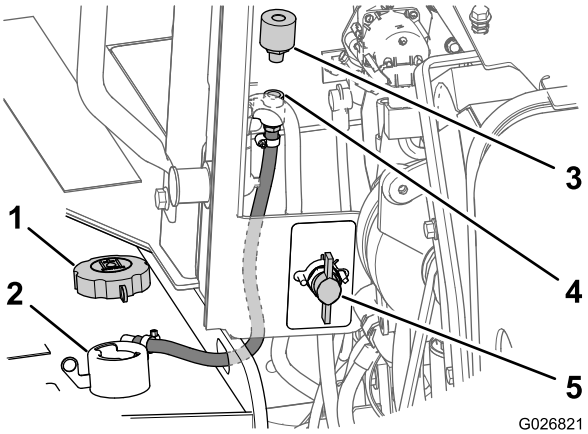

Figura 106
2. Ruotate l'interruttore di scollegamento della batteria in posizione Off (Figura 106).
3. Rimuovete il tappo di riempimento dal collo di riempimento del serbatoio (Figura 106).
4. Sul lato anteriore del pannello del vano motore, rimuovete lo sfiatatoio dal giunto del tubo ruotando lo sfiatatoio in senso antiorario (Figura 106).
5. Montate un nuovo sfiatatoio nel giunto del tubo serrandolo a mano (Figura 106).